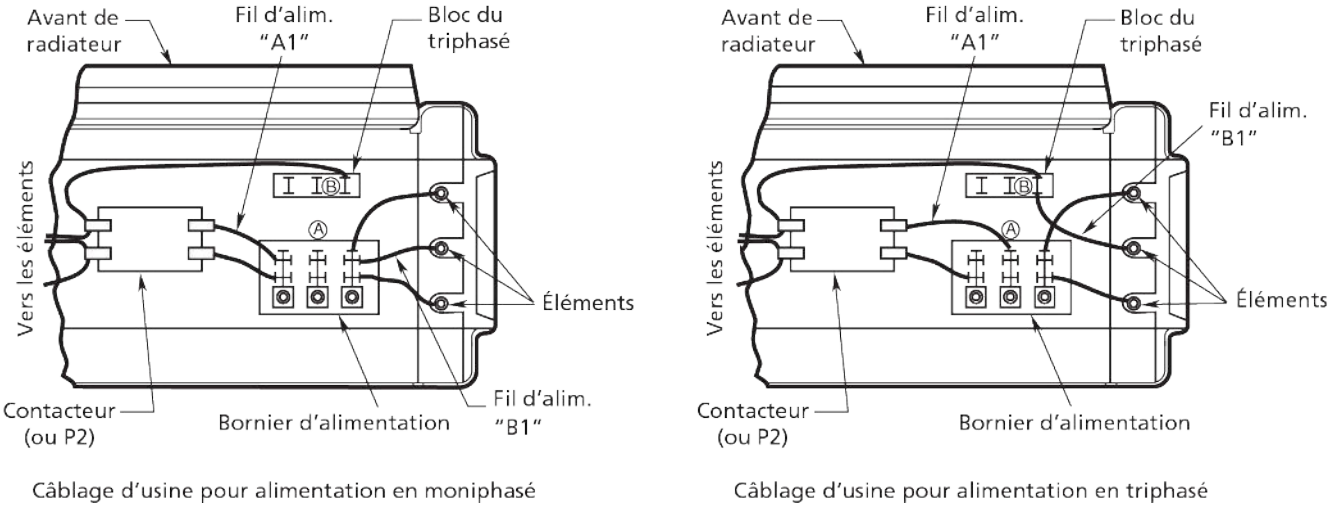
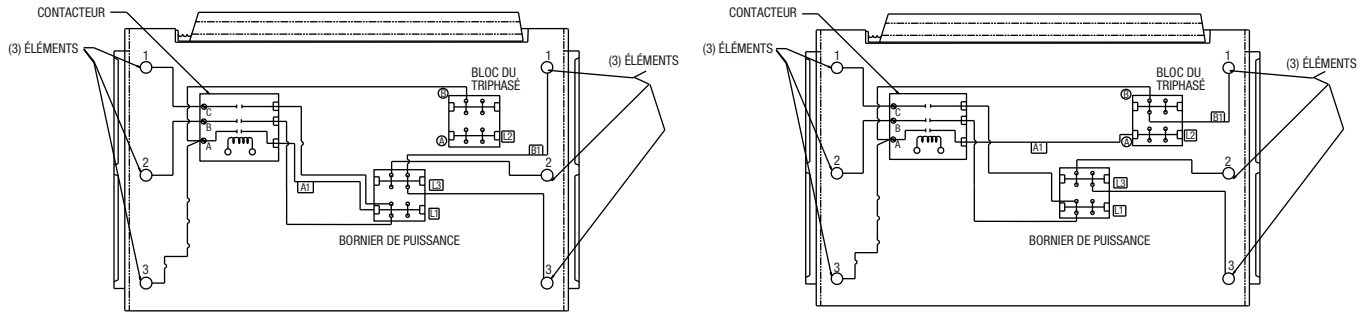

Figure 3a. Raccordements d'alimentation pour du secteur monophasé et triphasé (HUHAA520FC, HUHAA524FC, HUHAA720FC)
Figure 3b. Raccordements d'alimentation pour du secteur monophasé et triphasé (HUHAA520FC, HUHAA524FC, HUHAA720FC)
8. Des connections en secteur monophasé ou triphasé peuvent être utilisées avec les radiateurs de modèles HUHAA520FC, HUHAA524FC, HUHAA720FC, HUHAA724FC, HUHAA1020FC, HUHAA1024FC y HUHAA1520FC. Ces appareils sont câblés en usine pour un raccordement sur du secteur monophasé. Si ces radiateurs doivent être alimentés en secteur monophasé. Si ces radiateurs doivent être alimentés en secteur triphasé, reconnectez les fils come c'est indiqué au schéma de câblage fixé sur le radiateur. Des informations supplémentaires peuvent être trouvées en examinant les illustrations de câblage données aux Figures 3a et 3b et en suivant les instructions données cidessous.
Sur les modèles HUHAA520FC, HUHAA524FC, HUHAA720FC, HUHAA724FC, y HUHAA1024FC (Figure 3a et 3b), ne déplacez que les deux fils marqués "A1" et "B1";ne déplacez ou ne modifiez aucun autre câblage. Le fil d'alimentation d'éléments chauffants marqué "B1" qui est connecté en usine au bornier d'alimentation doit être déplacé à la borne "B" sur le bornier du triphasé.
Pour HUHAA724FC, HUHAA1020FC et HUHAA1024FC, le fil « A1 » doit être déplacé du bornier d'alimentation à la borne « A » du bornier triphasé (Figure 3b). Pour HUHAA520FC, HUHAA524FC et HUHAA720FC, le fil « A1 » doit être déplacé vers la borne « A » (milieu) du bornier d'alimentation (Figure 3a).
Le modèle HUHAA1520FC (Figure 3b) possède des bornes pour triphasé située près des relais (contacteurs). Ne déplacez que les deux fils marqués “C1” et “D1” de chacun de ces deux bornier pour triphasé sur la borne “B”. Ne déplacez ou ne modifiez aucun autre câblage.